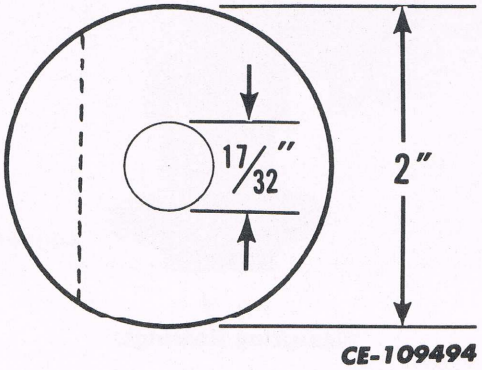

Fig. 5
a. Obtain one, 1/2 NF x 3 inches long cap screw with nut. Cut two flat washers, 2 inch O.D. x 17/32 I.D. x 1/8 inch thick as shown in Fig. 5.